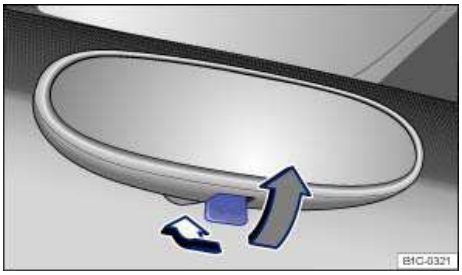

Fig. 89 Manually adjustable inside mirror.
- To adjust to non-glare visibility, move the lever so that it points backward ⇒ fig. 89.